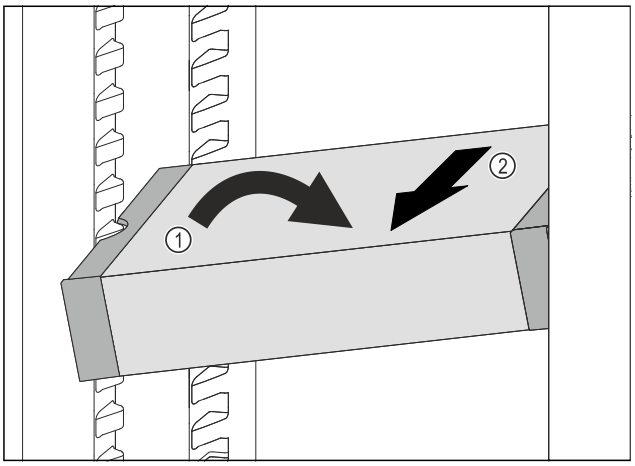

Fig. 111
▶ VarioSafe im Kühlteil schräg stellen. *Fig. 111 (1)*
▶ VarioSafe nach vorne entnehmen. *Fig. 111 (2)*